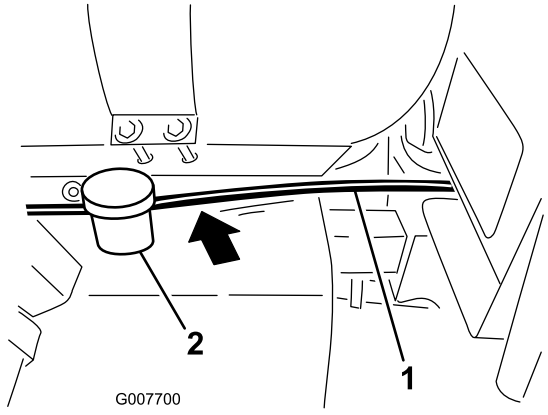

Figur 10
2. Før slangen fremad fra skummarkørbeslaget, under den kemiske tank og bagom brændstoftanken langs det eksisterende ledningsnet til området under sædekassen (Figur 10).